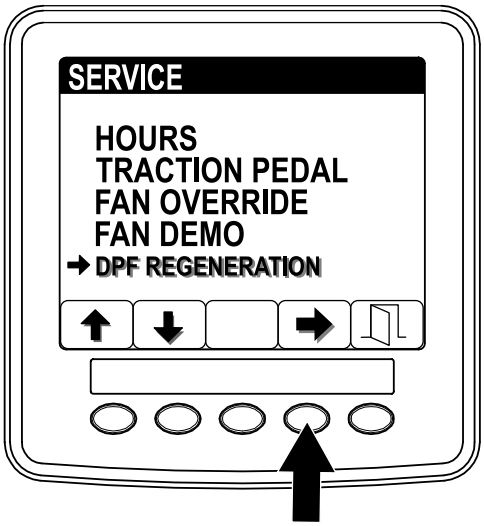

Figuur 35
1. Ga naar het onderhoudsmenu en druk op knop 1 of 2 om naar de optie DPF REGENERATION te scrollen (Figuur 35).
2. Druk op knop 4 om de optie DPF Regeneration te selecteren (Figuur 35)